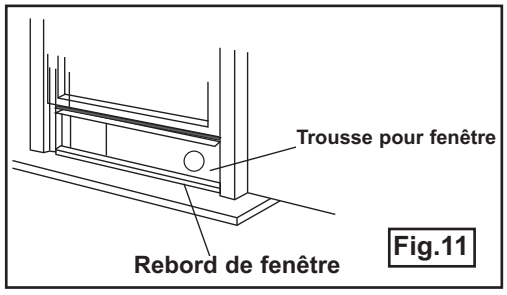

Fig.11
3. Coupez le joint d'étanchéité en mousse (adhésif) à la longueur appropriée et fixez-le au dessus de la fenêtre. Tel qu'illustré dans la fig. 11.